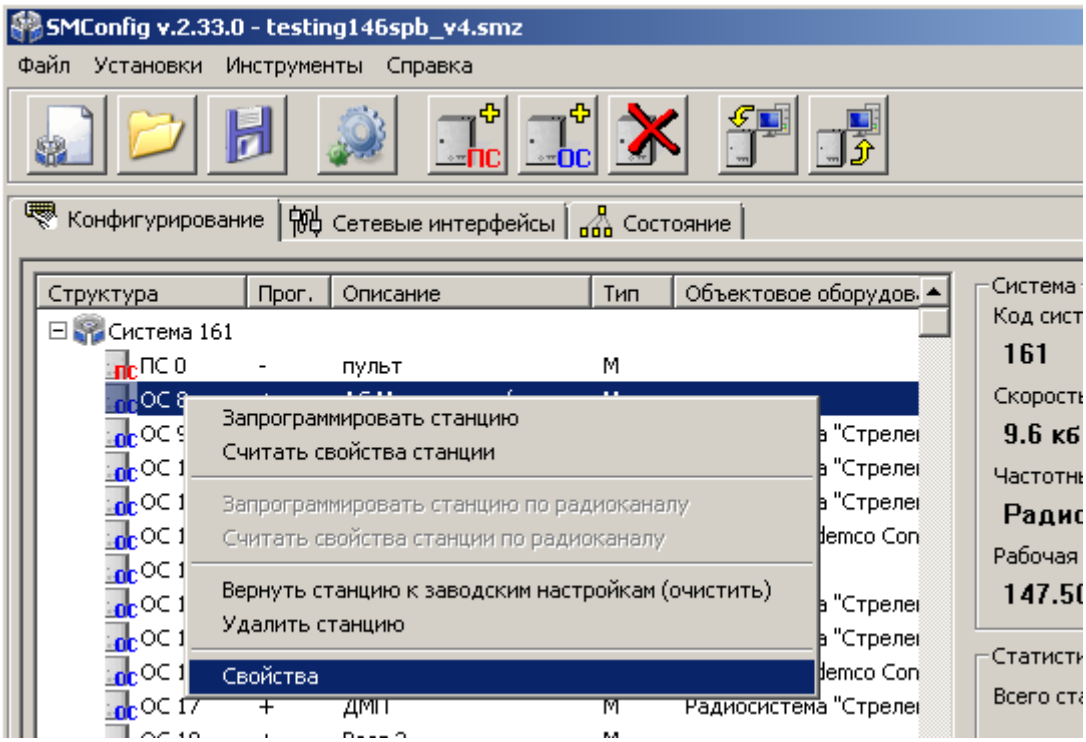

Рис. 33
4. Для задания параметров каждой станции, в контекстном меню выбрать пункт "Свойства" (Рис. 33).